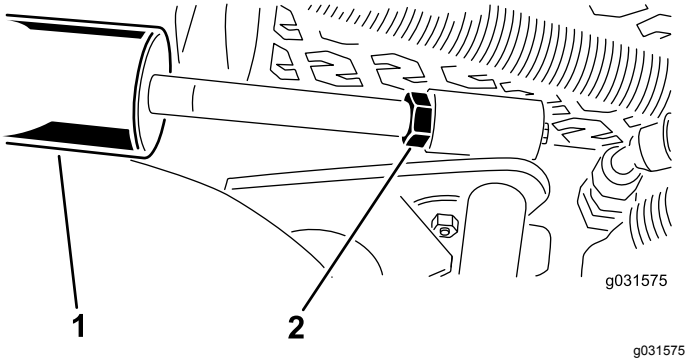

Figure 10
A. Lower the cutting units and back off the jam nut on the cylinder (Figure 10).